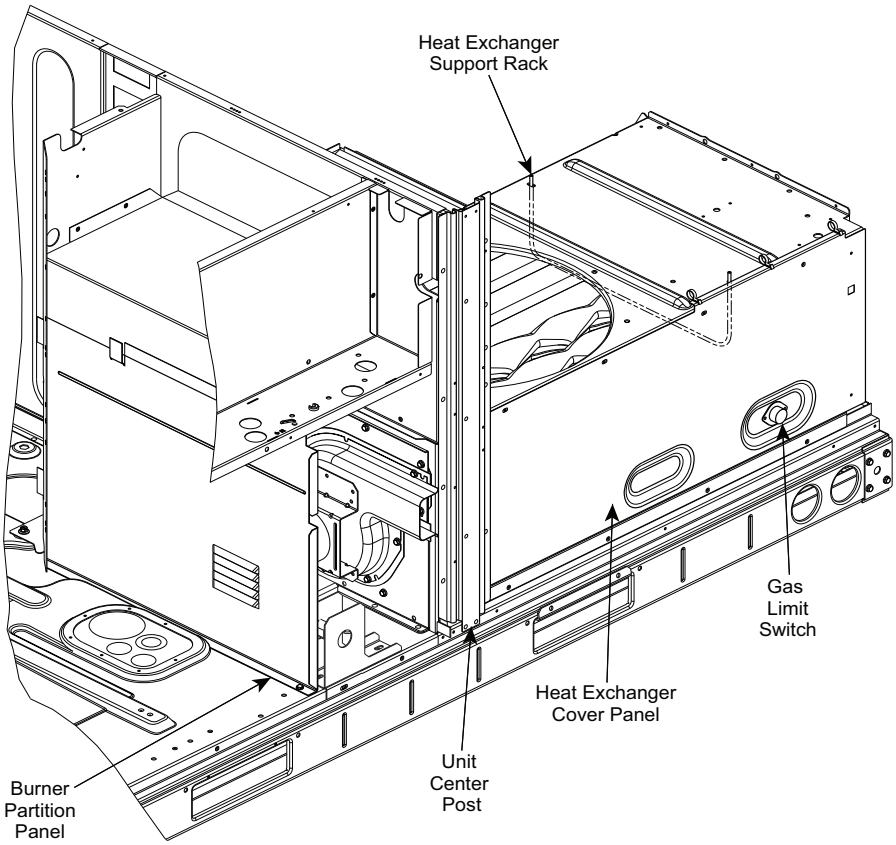

Fig. 46 — Heat Exchanger Access - Internal Panels, Center Post and HX Rack Locations
1. Remove the screw at the base of the burner partition panel and slide out the panel (see Fig. 46).
5. Remove the screw at the base of the burner partition panel and slide out the panel (see Fig. 46).
3. Remove the unit center post (see Fig. 46).